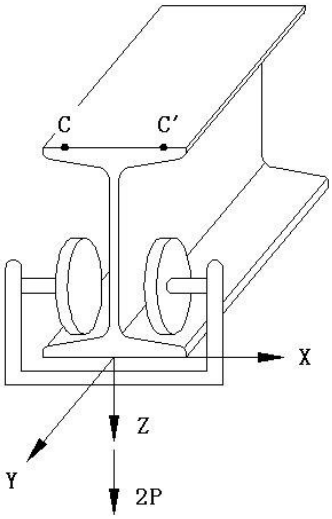

图 1　实验加载示意图
3.1 本实验在梁式实验台上进行。实验的加载是以圆盘轮压 P 的形式（图 1）对称于工字梁的腹板作